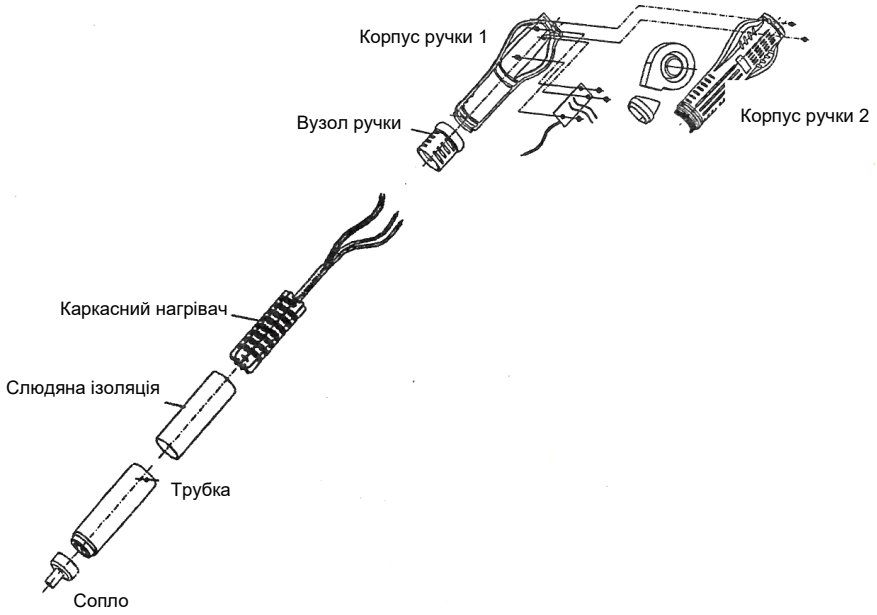

Рисунок 5. Схема розбирання фена
2. Відкрутіть два гвинти на ручці (рисунок 5).